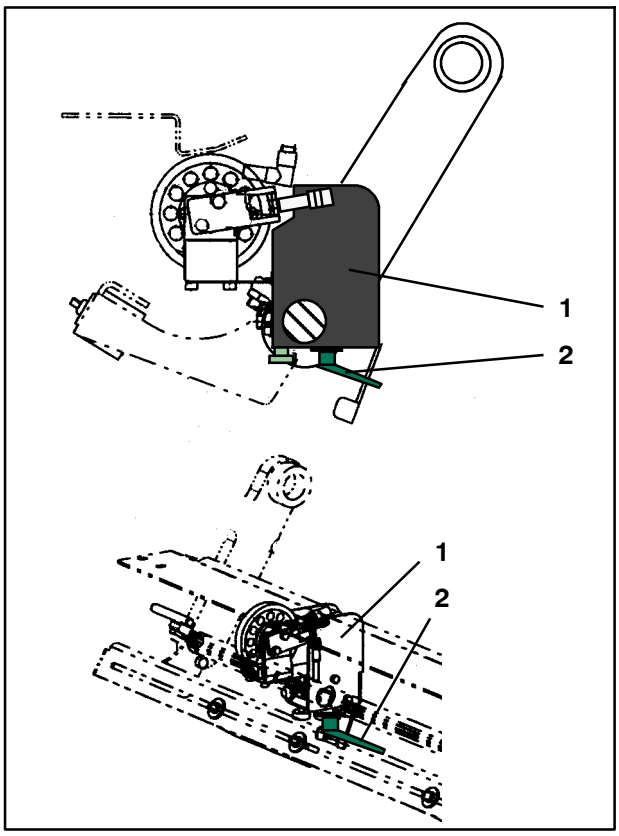

Fig. 133 Roue de mesure avec supports
1. Desserrer le levier de blocage (Fig. 133/2).
2. Faire basculer le support de roue de mesure (Fig. 133/1) jusqu'en butée arrière ou avant.
3. Serrer le levier de blocage (Fig. 133/2) à fond.